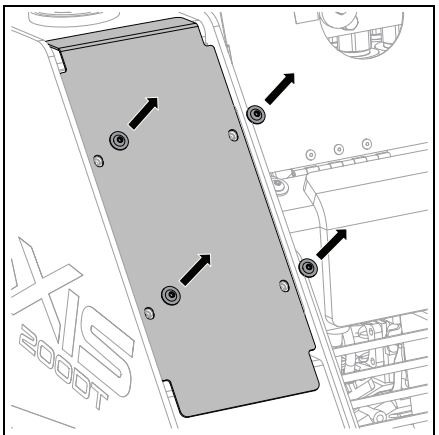

Figure 63
2. Remove screws from filter cover. Set filter cover aside. See Figure 63.